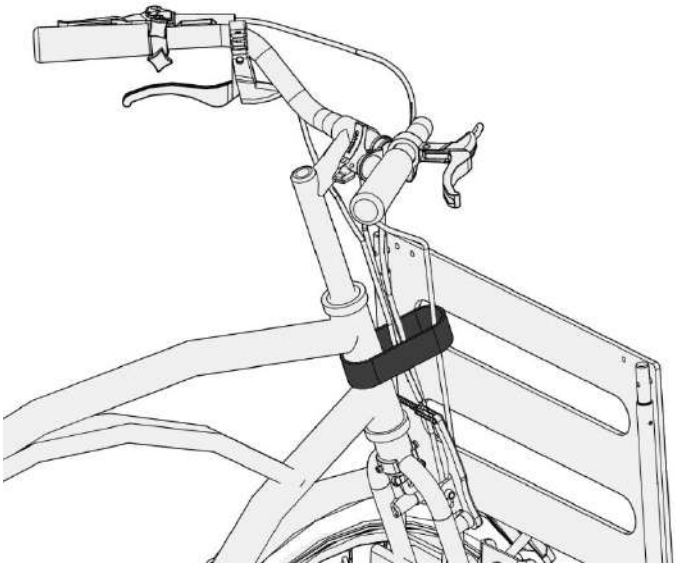

Abbildung 45 - Ansicht der von der Kabelklemme gehaltenen Kabel
- Verbinden Sie die einzelnen Kabel am Lenkdrehpunkt Ihres Fahrrads und sichern Sie sie mit dem AddBike+-Kabelbinder. (Siehe Abbildung 45).